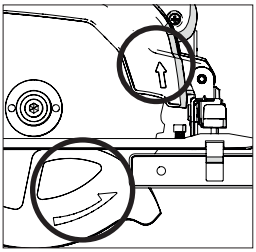

Abb. 6
- Stellen Sie sicher, dass die auf dem Sägeblatt aufgedruckte Drehrichtung der Richtung der Pfeile auf dem oberen und unteren Sägeblattschutz entspricht. **(Abb. 6)**